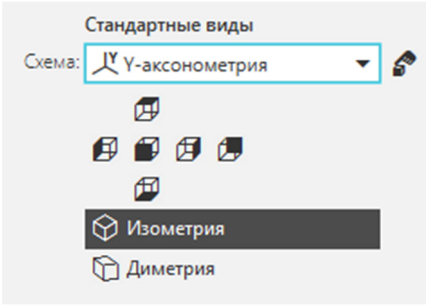

Рис. 1.26
1. На стартовом окне программы в группе Создать нажмите кнопку Листовая деталь. На панели Вид нажмите кнопку списка справа от кнопки Ориентация модели и укажите вариант Изометрия. В Дереве модели выберите Плоскость XY (рис. 1.26).